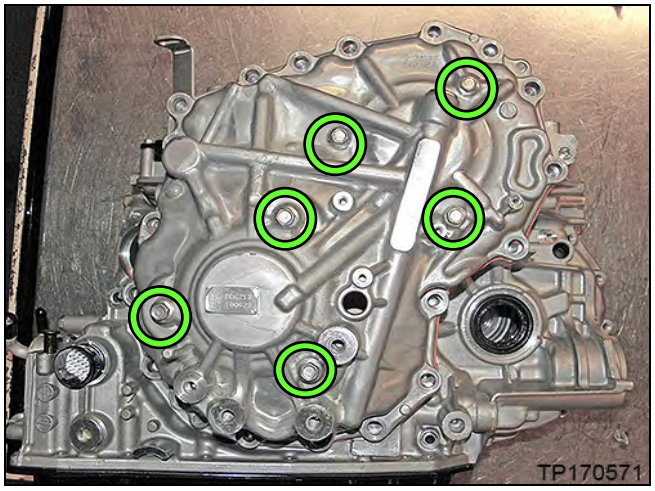

Figure 7E
c. Install the Lifting Fixture to the CVT case at the six (6) bolt holes shown in Figure 7E on page 34.